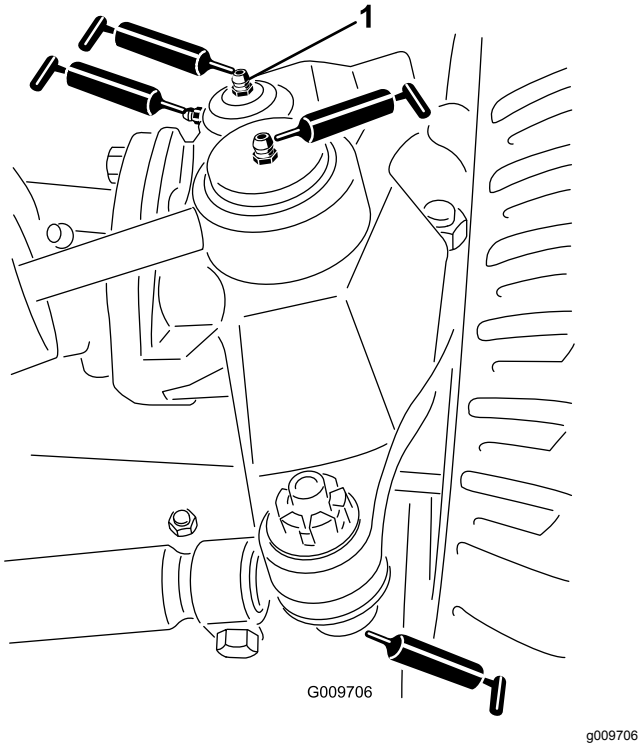

Figur 45
- Styrcylinders kulleder (2) (Figur 45)
- Dragstångskulleder (2) (Figur 45)
- Axeltappsbussningar (2) (Figur 45). **Den översta nippeln på axeltappen ska bara smörjas en gång om året (2 pumpningar).**